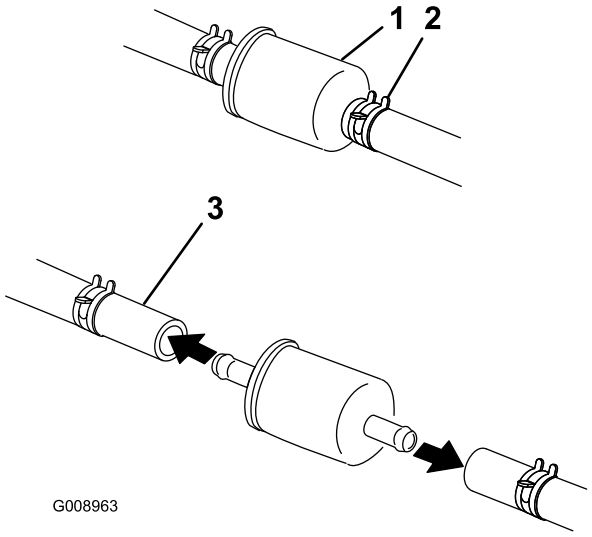

Figur 56
5. Luk brændstofafbryderventilen under sædet (Figur 56).
6. Klem slangeklemmernes ender sammen, og skub dem væk fra filteret (Figur 56).
8. Monter et nyt filter, og flyt slangeklemmerne hen til filteret (Figur 56).